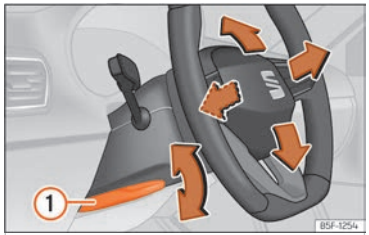

Fig. 91 Palanca a la part inferior del lateral esquerre de la columna de direcció.
- Estireu la palanca ››› fig. 91 ① cap avall, moveu el volant fins a la posició desitjada i torneu a apujar la palanca fins al punt de tancament.
- **Després d'ajustar la columna de la direcció, empenyeu fermament la palanca ››› fig. 91 ① cap amunt perquè el volant no canviï de posició accidentalment durant la marxa.**